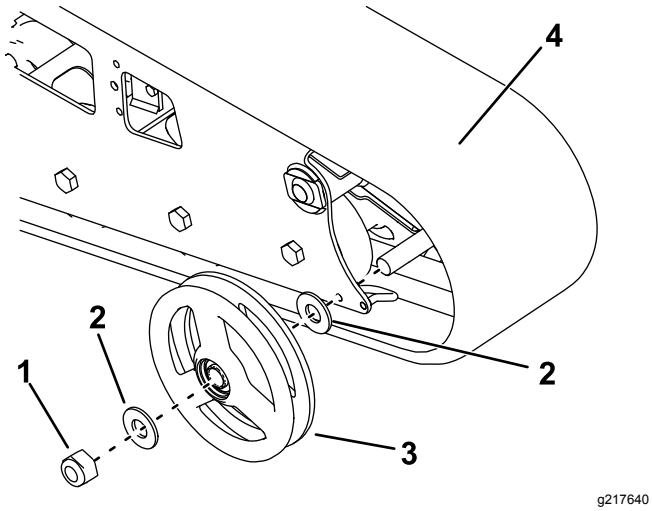

Rysunek 60
7. Odkręć nakrętkę mocującą zewnętrzne koło przednie, a następnie zdejmij koło (Rysunek 60).
8. Zdejmij gąsienicę (Rysunek 60).
9. Zdejmij dwie duże podkładki z kół zewnętrznych, jedną po każdej stronie każdego z kół (Rysunek 60).
12. Załóż nową gąsienicę (Rysunek 60).
13. Załóż zewnętrzne koło przednie i zabezpiecz je wcześniej odkręconą nakrętką (Rysunek 60).